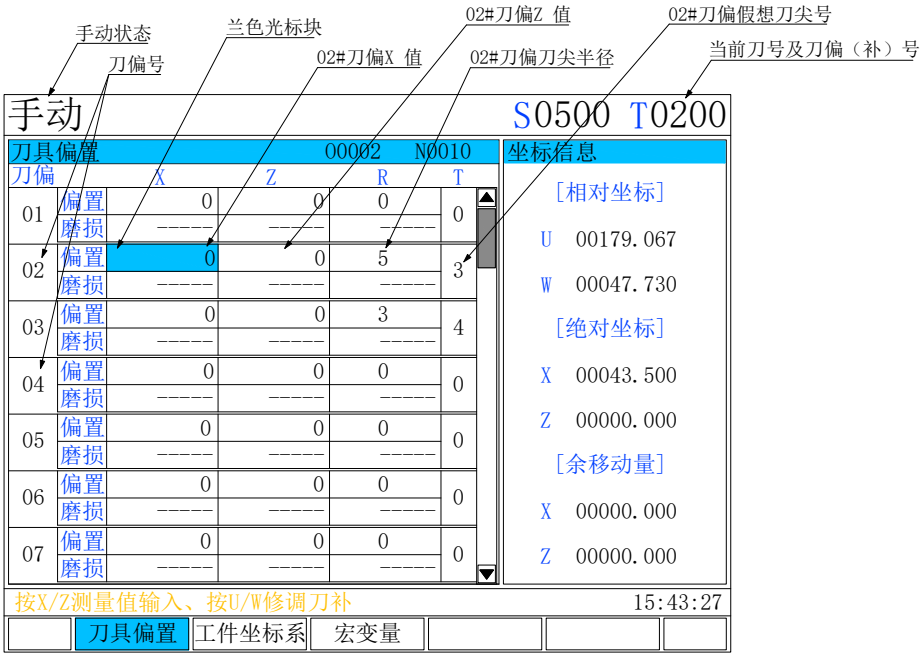

图 7.2-4
② 分别按 - 、0 、删除 DEL 键，提示：所有刀补清零？是：[输入]　否：[取消]， 按 输入 IN 键确认，如下图 7.2-4。
也可对刀补值逐个清零。移动兰色光标块到偏置号 01、02、03、04、……的 X 和 Z 处， 直接按删除 DEL 键确认，如下图 7.2-4。
② 分别按 - 、0 、删除 DEL 键，提示：所有刀补清零？是：[输入]　否：[取消]， 按 输入 IN 键确认，见图 7.2-4。　也可对刀补值逐个清零。移动兰色光标块到偏置号 01、02、03、04、……的 X 和 Z 处，直接按删除 DEL 键确认。